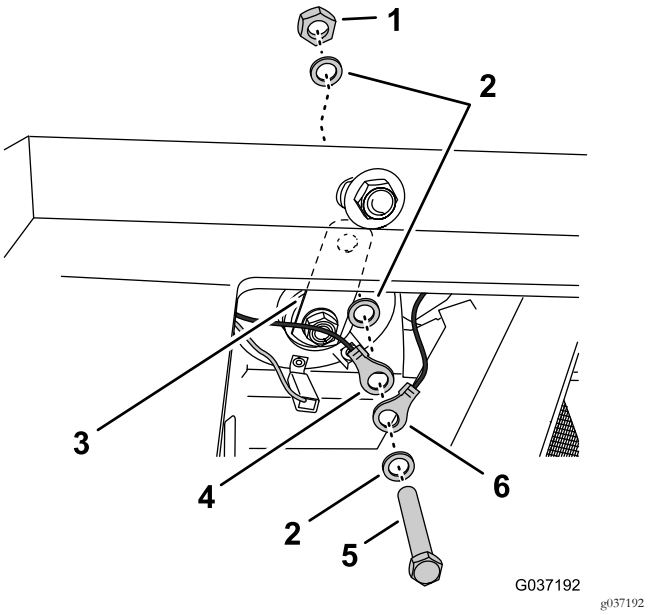

Figura 22
4. Retire el perno, las arandelas y la tuerca que sujetan el terminal de anillo del arnés de cables de la máquina y el soporte para el claxon (Figura 22).